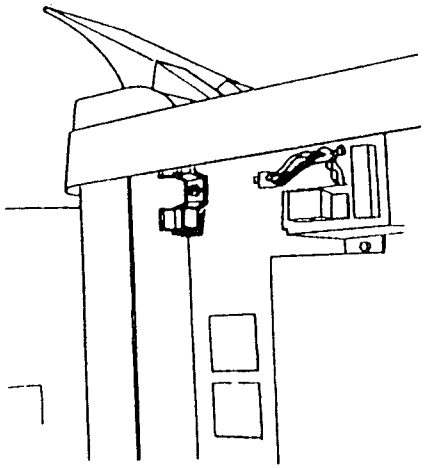

Рис. 1. Размещение инструмента
1. Откройте переднюю дверку сортера/автосшивателя и вывинтите винт, крепящий инструмент для ручного перемещения, он расположен справа в верхней части передней крышки (смотрите Рис. 1).